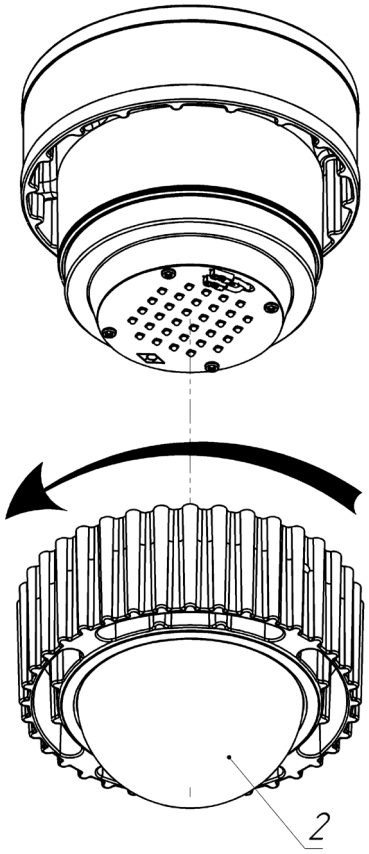

Рис. 10
4.2.5 – Снять комплект рассеивателя поз 2 со светильника (См. рис. 10);